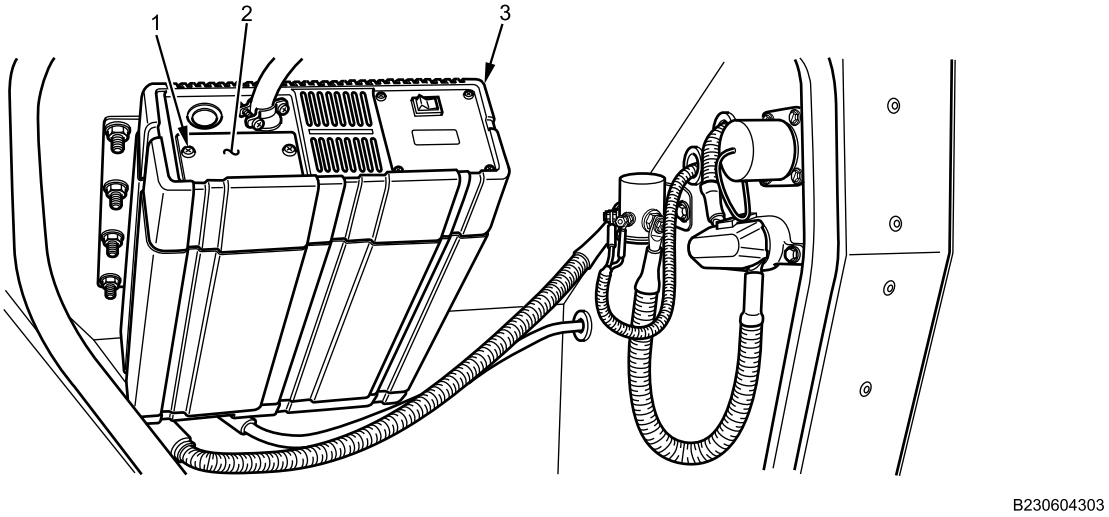

Figure 18. 110V Inverter Wiring.
15. Install wiring cover (Figure 18, Item 2) on inverter (Figure 18, Item 3) with two screws (Figure 18, Item 1). Tighten screws securely.